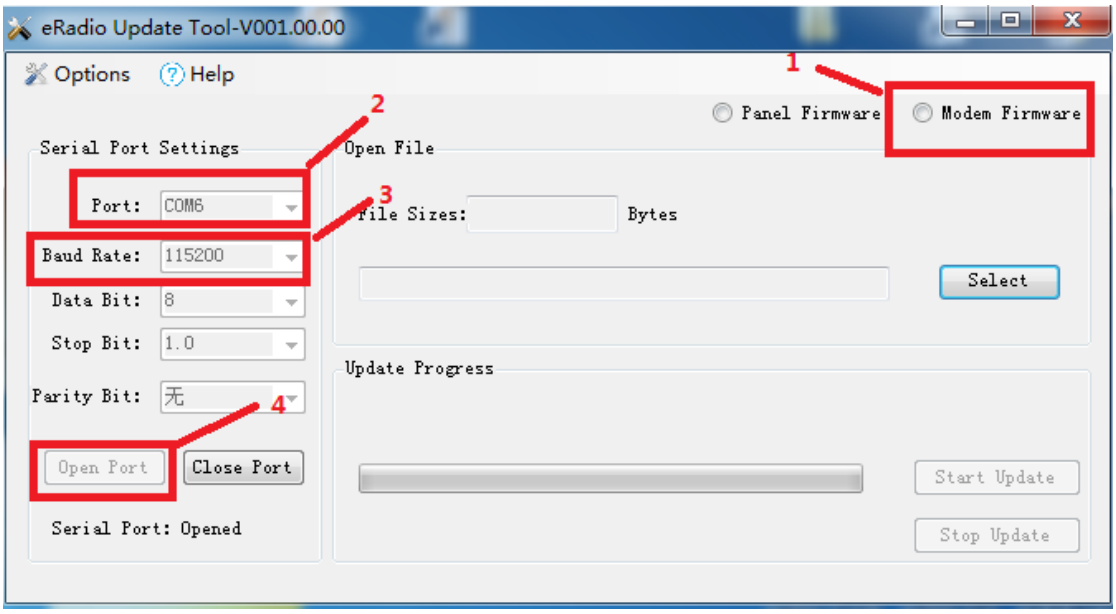

Figure 5 Internally Installed Radio Firmware Upgrade Software Connection
3. Select right serial port number and baud rate, open the serial port and select internally installed radio, as shown in Figure 5.